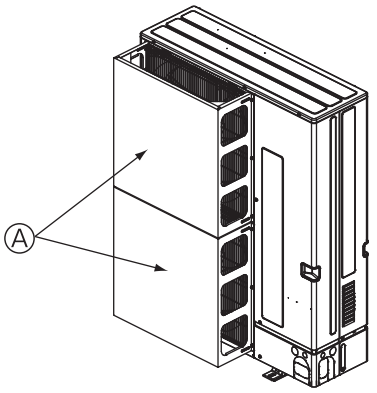

Рис. 1a
① Если блок установлен в месте, где сильный ветер может попадать непосредственно в воздуховыпускное отверстие, установите дополнительную ветрозащитную панель. (Рис. 1a)